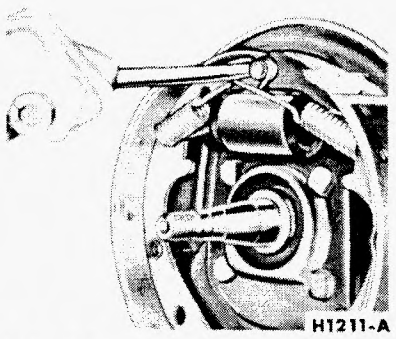

FIG. 29—Retracting Spring Installation
4. Install the secondary shoe retracting spring, followed by the primary shoe retracting spring (Fig. 29).